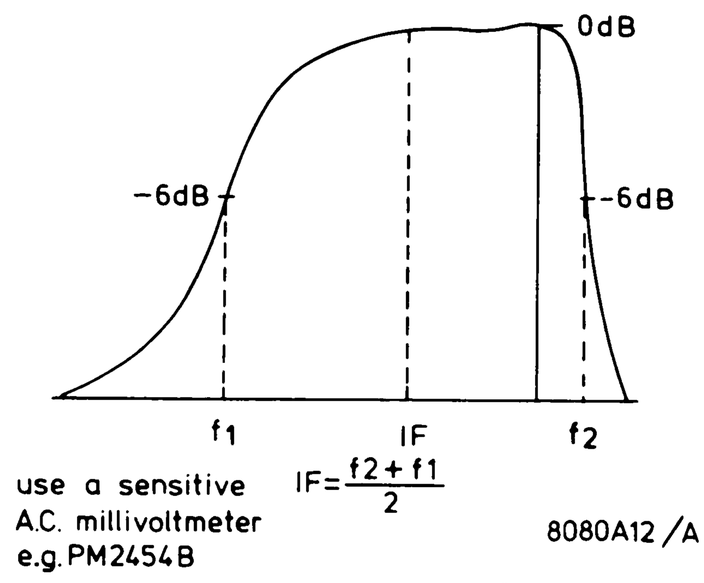

Fig. 15
1 Seek the resonance frequency of the ceramic filters according to Fig. 15. This is the frequency on which adjustments are made. Connect the masses of the generator and the voltmeter to the print, as close as possible to resp. the injection point and test point.
1. Bepaal de resonantiefrekwentie van de keramische filters volgens Fig. 15. Dit is de frekwentie waarop wordt afgeregeld. Sluit de massa's van de generator en voltmeter aan op de print zo dicht mogelijk bij het injektiepunt en meetpunt.
1. Rechercher la fréquence de résonance des filtres céramiques (voir Fig. 15). C'est la fréquence à laquelle on ajuste. Brancher les masses de générateur et voltmètre sur la platine aussi près que possible du point d'injection ou du point de mesure. Ouvrir les pontets A et B.
1. Auf Resonanzfrequenz der keramischen Filter abstimmen (siehe Abb. 15). Dies ist die Frequenz, worauf abgeglichen wird. Die Massen des Generators und des Voltmeters an Printplatte anschliessen, und zwar möglichst nahe am Injekspunt bzw. am Messpunkt.
1 Ricercare la frequenza di risonanza dei filtri ceramici (vedere Fig. 15). Si tratta della frequenza sulla quale ci si regola.